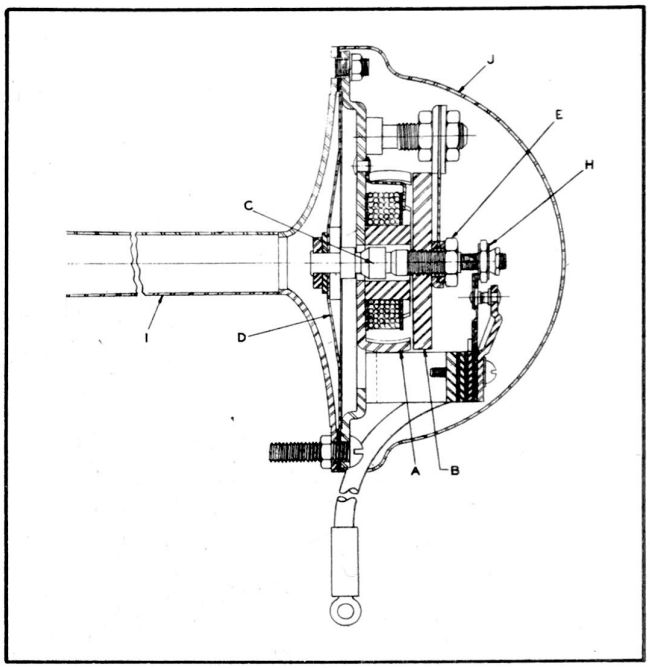

Figure 140 - Electric Air Horn
1. Remove the motor cover (J), Fig. 140, and with the engine speeded up to give the maximum charging rate, move the adjusting nut (H) up or down until the desired tone is obtained. Lock adjusting nut in the position with its lock nut.